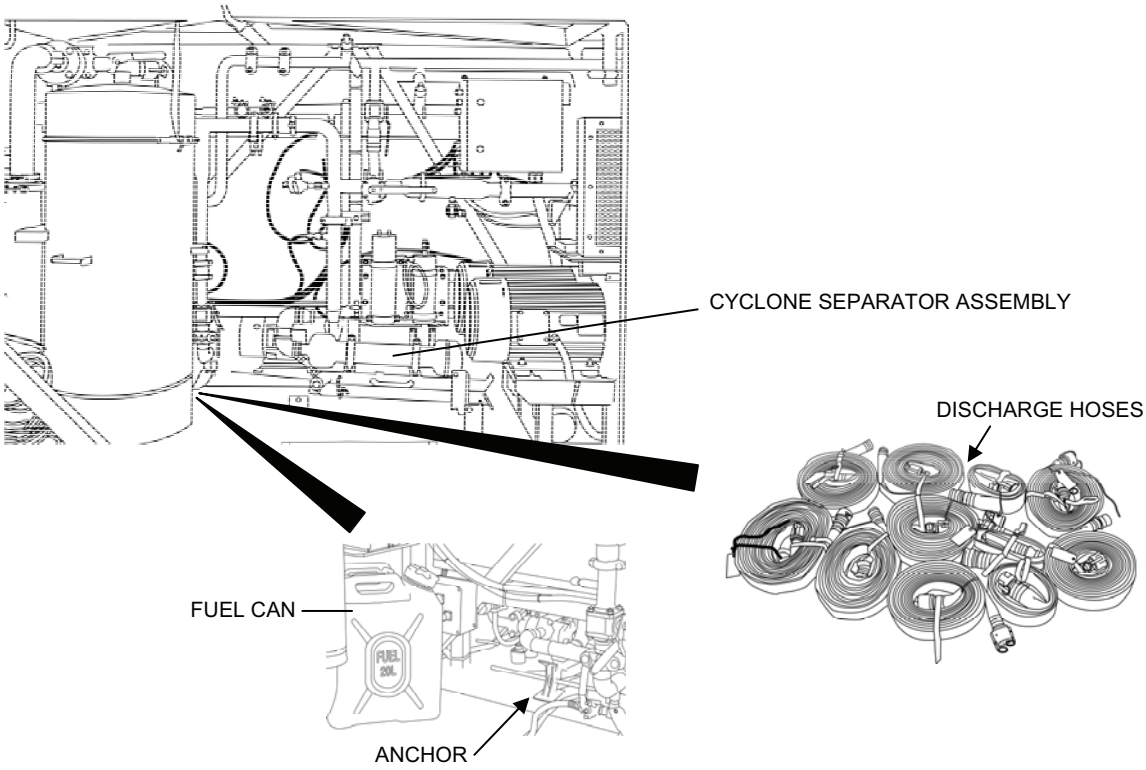

Figure 10. MF Pump Skid Removal.
5. Remove the MF pump skid (Figure 10).